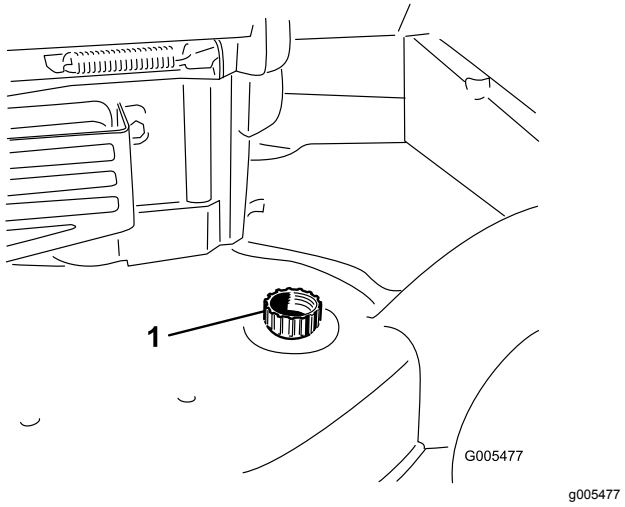

Figur 28
4. Anslut en trädgårdsslang, som är ansluten till en vattenkälla, till tvättanslutningen (Figur 28).